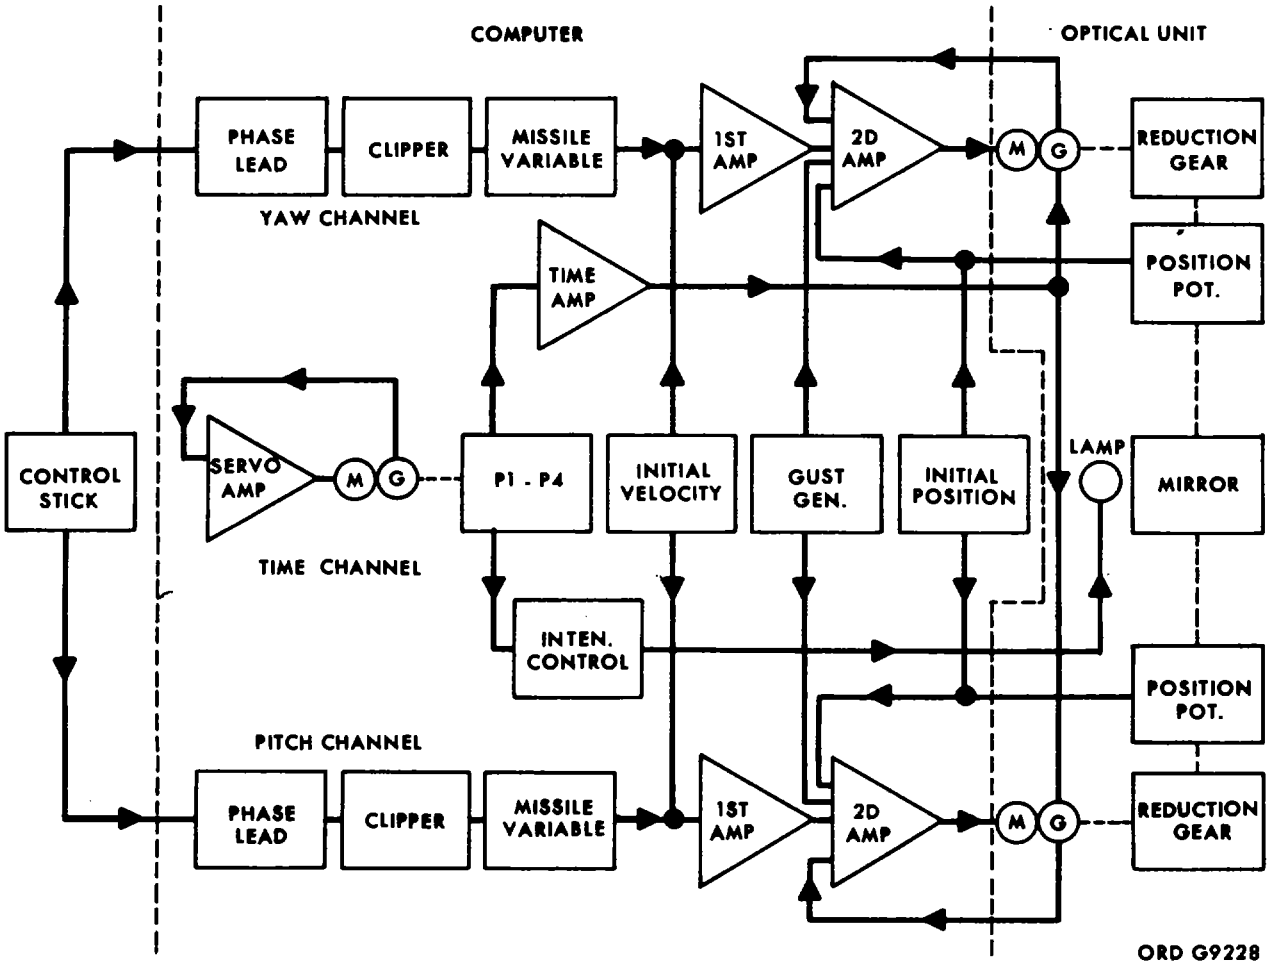

Figure 2. Block diagram-DX-43 and DX-44.
9. Overall Operation (Fig. 2)
a. The computer has three channels: yaw (Y), pitch (P), and time (T). The control stick acts as a voltage divider; some positive or negative voltage is picked off for both Y and P control. In the computer and optical unit, Y and P channels are similar in operation.